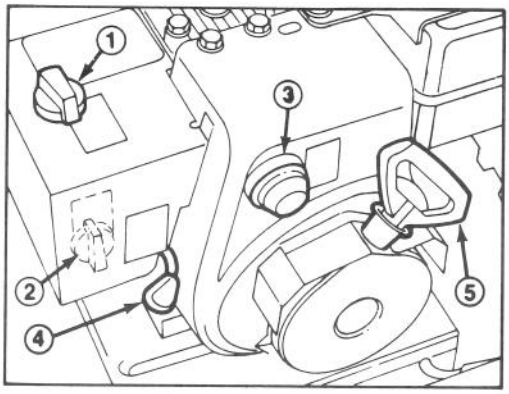

Abbildung 14
Drossel (Abb. 14) — Ein Vorschieben der Drossel erhöht die Motordrehzahl.
Choke (Abb. 14) — Der Choke befindet sich am Vorwärmgehäuse. Zum Starten des kalten Motors den Choke nach rechts, auf VOLL drehen, und bei zunehmender Erwärmung den Choke wieder langsam auf AUS.
Tupfer (Abb. 14) — Als Kaltstarthilfe den Tupfer drücken, damit eine kleine Menge Benzin in den Motor einspritzt.
Rücklaufstarter (Abb. 14) — Der Rücklaufstarter befindet sich hinten am Motor und wird zum Starten des Motors herausgezogen.
2. Die Drossel auf SCHNELL stellen (Abb. 14).
4. Den Choke ganz aufdrehen (Abb. 14).
6. Den Tupfer fünfmal drücken (Abb. 14).
7. Den Rücklaufstarter (Abb. 14) langsam so lange herausziehen, bis Widerstand spürbar ist; dann den Motor mit einem kräftigen Armzug anwerfen. Den Startgriff festhalten und das Seil langsam zurückgleiten lassen.
8. Nachdem der Motor angesprungen ist, den Choke (Abb. 14) sofort in 3/4-Stellung bringen. Bei zunehmender Erwärmung des Motors den Choke zunächst auf 1/2 und dann auf AUS stellen. Stottert der Motor, den Choke wieder auf 1/2, und nach genügender Erwärmung wieder auf AUS stellen.
2. Die Drossel auf LANGSAM stellen und den Zündschlüssel auf AUS drehen (Abb. 14).